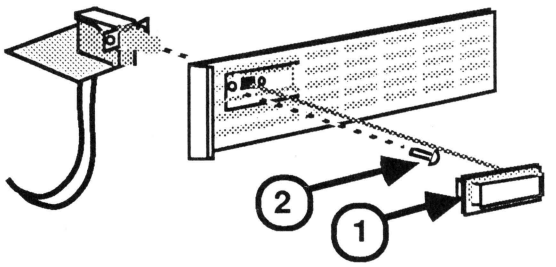

FIGURE 13
a. Pull the switch button* (Figure 13, #1) off its shaft.
b. Remove the screw* (Figure 13, #2) which secures the on/off switch to the plastic bracket.*